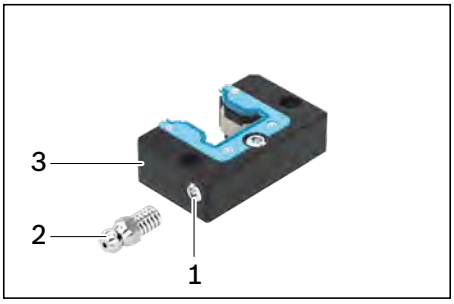

Рисунок 1
- Удалить резьбовой штифт из смазочного отверстия (рис. 1, поз. 1) и отложить в сторону.